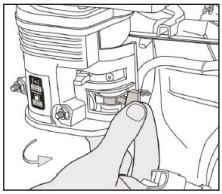

рис.5
Порядок запуска (см. рис. 5)
- Открыть топливный кран (рис.5) – крайнее правое положение.